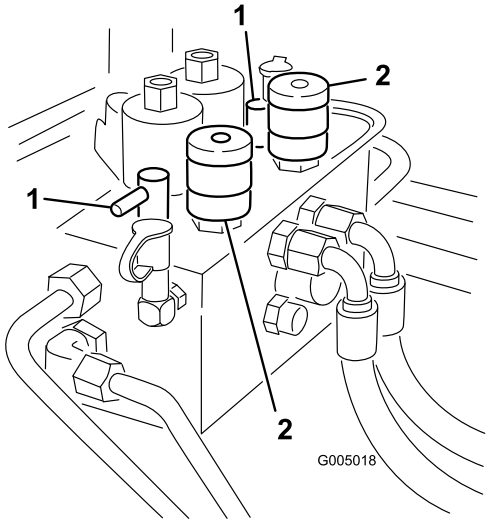

Figura 85
3. Localize os manípulos selectores de velocidade dos cilindros e os manípulos de rectificação (Figura 85). Rode os manípulos (ou manípulo) de rectificação desejados para a posição de rectificação e os manípulos (ou manípulo) selectores de velocidade dos cilindros que pretende para a posição 1.